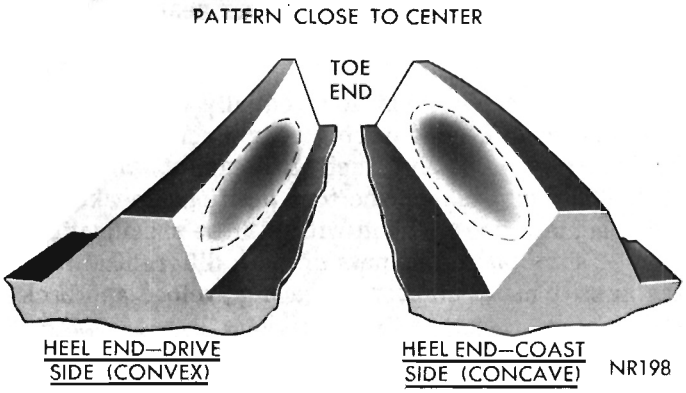

Fig. 32—Desired Tooth Contact Under Light Load
(1) Apply a thin film of red or white lead on both the drive and coast side of the drive gear teeth. Rotate drive gear one complete revolution in both directions while load is being applied with a round bar or screwdriver between the carrier casting and differential case flange. This action will leave a distinct contact pattern on both the drive and coast side of the drive gear teeth.
(2) Observe the contact pattern on the drive gear teeth and compare with those in figures 32, 33 and 35 to determine if pattern is properly located. With pinion depth of mesh and gear backlash set properly, your contact pattern should resemble that in (Fig. 32). Notice that the correct contact pattern is well centered on both drive and coast sides of the teeth. When tooth contact patterns are obtained by hand, they are apt to be rather small. Under the actual operating load, however, the contact area increases.